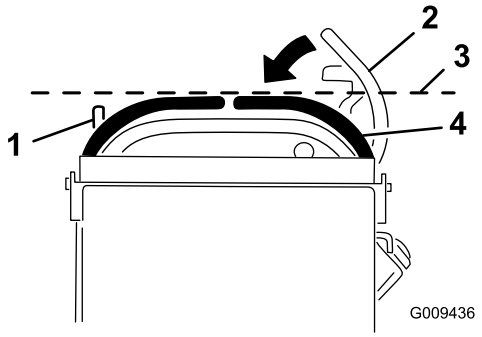

Figur 67
3. Skyv høyre bevegelseskontrollspak ned og ut av nøytral, låst stilling (Figur 67).
4. Kontroller at den står på vannrett linje med venstre bevegelseskontrollspak (Figur 67).